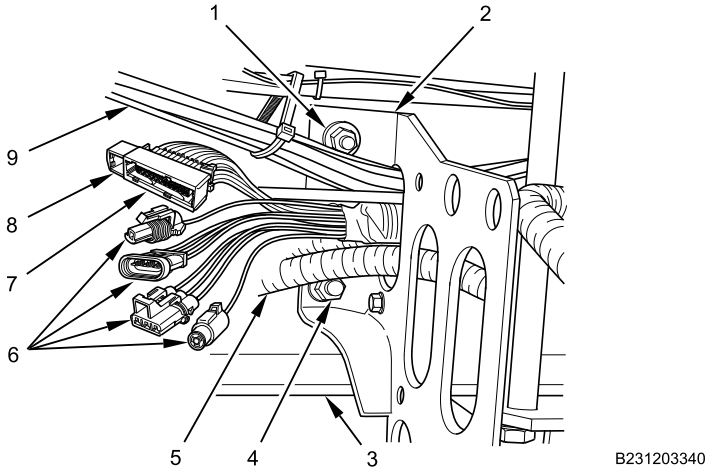

Figure 9. Air Dryer Bracket Frame Nuts and Bolts.
1. Apply corrosion preventive compound to air dryer bracket nuts (Figure 9, Item 1 and 4) and bolts.
2. Install air dryer bracket (Figure 9, Item 2) on frame rail (Figure 9, Item 3) with two nuts (Figure 9, Item 1 and 4) and bolts and torque to 220 lb-ft (298 N•m).
3. Route transfer case oil cooler lines (Figure 9, Item 5) through air dryer bracket (Figure 9, Item 2).
4. Apply dielectric grease on five wiring harness connectors (Figure 9, Item 6 and 7).
5. Route five wiring harness connectors (Figure 9, Item 6 and 7) though air dryer bracket (Figure 9, Item 2).
6. Connect four wire harness connectors (Figure 9, Item 6).
7. Connect 12-cavity electrical connector (Figure 9, Item 7) and slide connector locking tab (Figure 9, Item 8) into locked position.
8. Route air lines (Figure 9, Item 9) through air dryer bracket (Figure 9, Item 2).